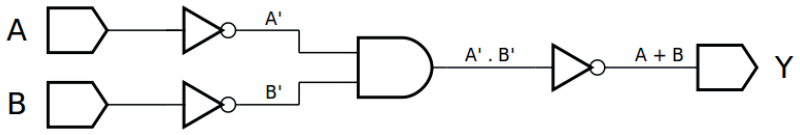
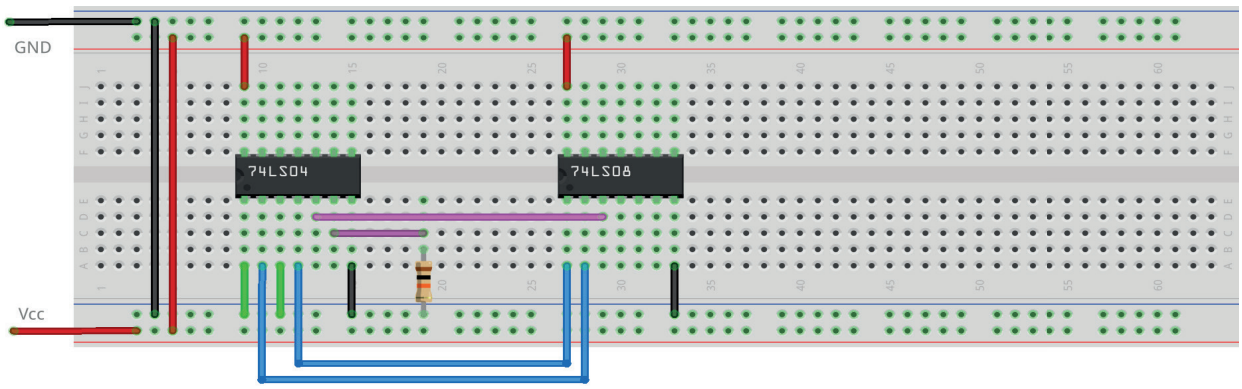
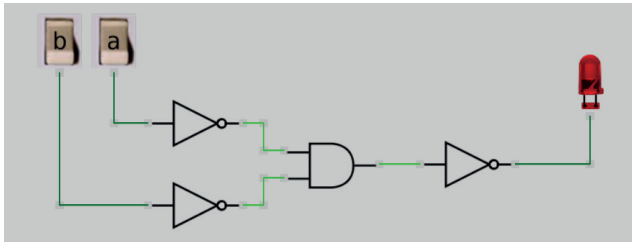
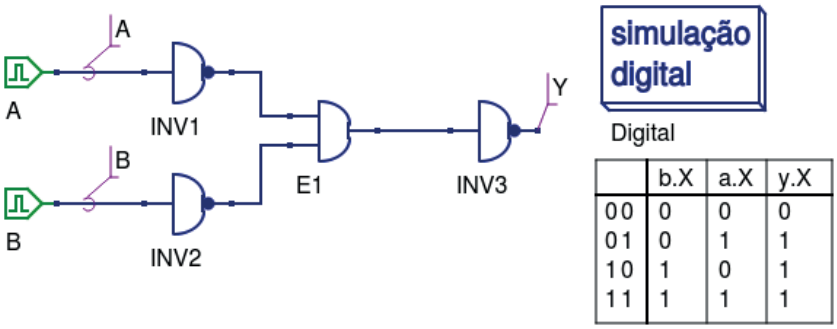

Figura 3.34 – Diagrama esquemático.
Figura 3.35 – Placa de montagem com componentes.
Figura 3.36 – Simulação da porta OU convertida de porta E no Atanua.
Figura 3.37 – Simulação da porta OU convertida de porta E no Qucs.
1. Monte o circuito da figura 3.34, conforme mostrado na figura 3.35, na placa de montagem.
d) Conecte os fios verdes. Os fios verdes estão conectados ao terra e portanto fornecendo valor lógico (0) às entradas de todas as portas do CI.
6. Simule, no computador, o circuito da figura 3.34 utilizando os programas SmartSim e Atanua (figura 3.36) e Qucs (figura 3.37). Compare os resultados com a tabela 3.13.